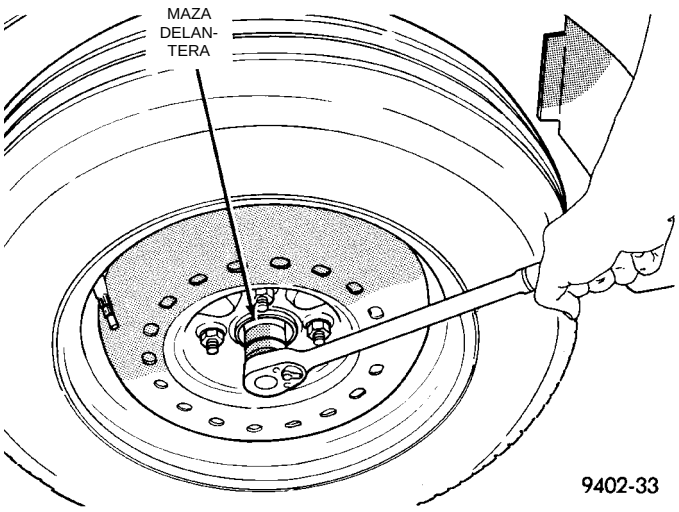

Fig. 4 Aflojamiento de la tuerca de retén de la maza delantera
(2) Afloje (pero no retire) la tuerca de retén de la mangueta a la maza/cojinete (Fig. 4). Afloje la tuerca de maza mientras el vehículo está en el suelo con los frenos aplicados. La maza y el eje de transmisión delanteros están unidos por una cuña y sostenidos por la tuerca de maza.
(3) Eleve el vehículo sobre gatos fijos o centrado en un elevador de contacto de bastidor. Para informarse sobre el procedimiento de elevación apropiado para este vehículo, consulte Elevación, en la sección de Lubricación y mantenimiento de este manual.
(4) Retire de la maza el conjunto de rueda y neumático delantero.